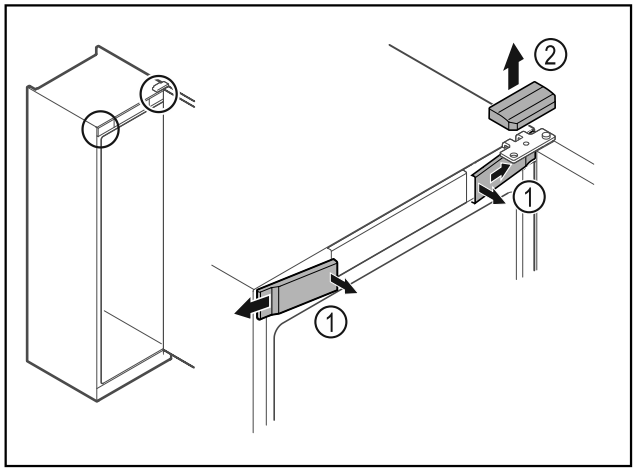

*Fig. 6 **
▶ Передние крышки *Fig. 6 (1)* освободите от фиксации с внутренней стороны и отведите в сторону.*
▶ Движением вверх снимите верхнюю крышку *Fig. 6 (2)*.*